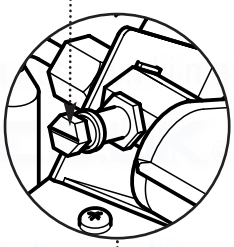

Fig. 22
4. Release the pressure test point sealing screw from the injector adaptor and connect a pressure gauge (Fig. 22).
11. Pressing the ON/OFF button once will turn the fire off. The green power ON indicator will go out to confirm this (Fig. 24). Disconnect the pressure gauge and replace the pressure test point sealing screw, ensuring a gas tight seal (Fig. 22).